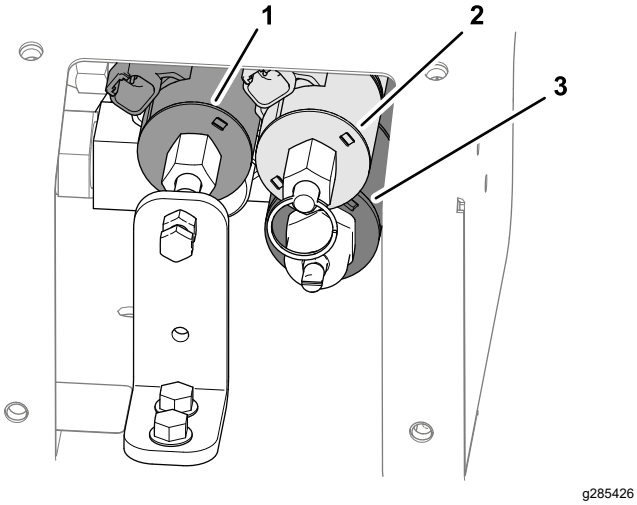

Rysunek 33
3. Odszukaj 3 zawory sterujące (Rysunek 33).